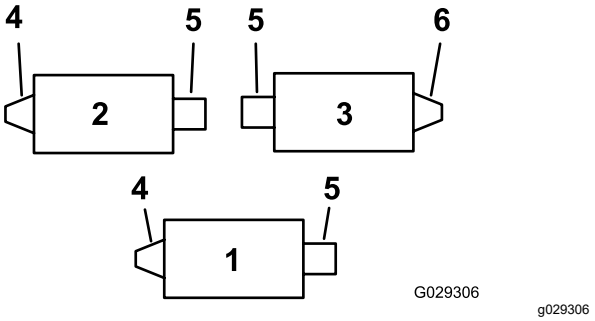
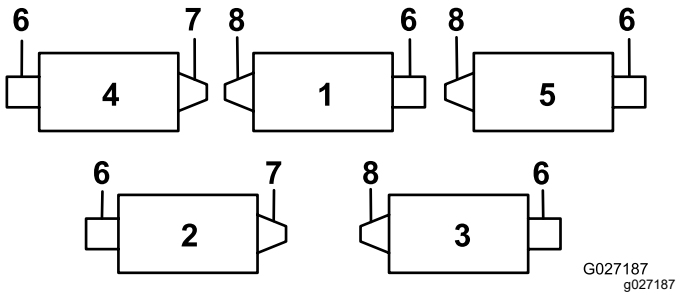
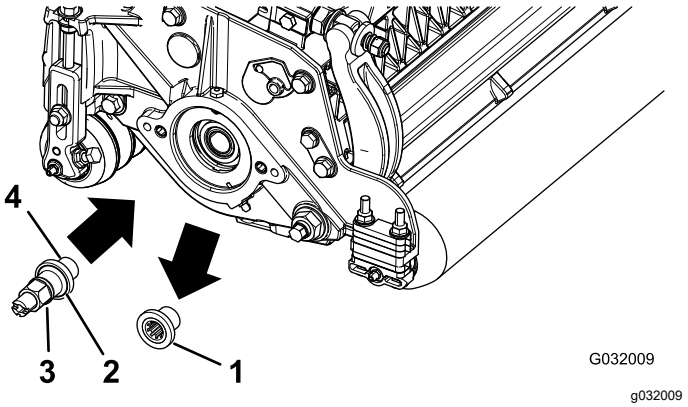
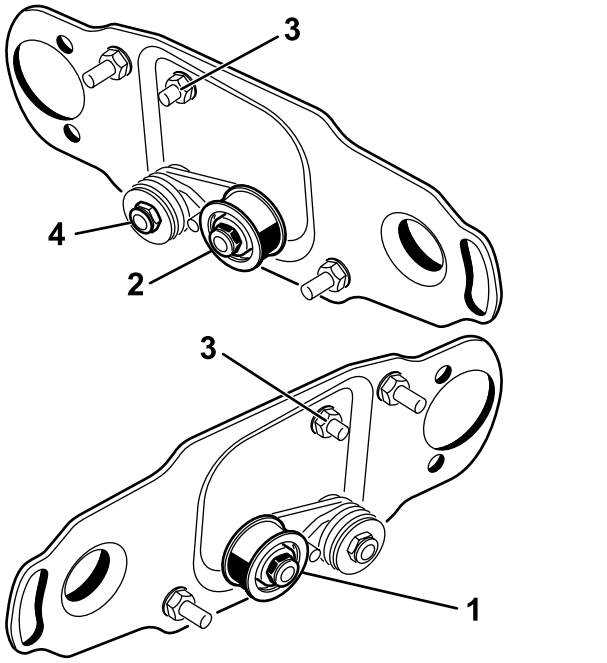

Figur 1
Figur 2
Figur 3
Figur 6
Brug Figur 1 til at finde frem til rullebørsternes og knivcylindermotorernes placering på en Reelmaster 3100-D-maskine og Figur 2 på en Reelmaster 7000-D-maskine.
2. Fjern klippeenhedens gevindindsats til det bageste rullebørstedrev (Figur 1 og Figur 2), og kasser den (Figur 3).
Bemærk: De venstreskårne indsatser befinder sig på klippeenhed 1 og 2 på Reelmaster 3100 (Figur 1) og klippeenhed 1, 3 og 5 på Reelmaster 7000 (Figur 2).
4. Påfør gevindlåsemasse på drivakslens gevind (Figur 3), monter drivakslen, og tilspænd den til et moment på 115 til 128 Nm.
Bemærk: Drev i højre side befinder sig på klippeenhed 3 på Reelmaster 3100 (Figur 1) og klippeenhed 2 og 4 på Reelmaster 7000 (Figur 2).
For bagrullebørstedrev i højre side (Figur 1 og Figur 2) skal styreremskiveenheden vendes, så den monteres i **højre ende** af klippeenheden (Figur 6) som følger:
1. Tag styreremskiveenheden af venstre ende af klippeenheden, og monter den i det nederste hul på børstepladen på klippeenhedens højre ende (Figur 6).
2. Fjern bræddebolten og møtrikken, og sæt dem i det øverste hul, hvor styreremskiveenheden sad før (Figur 6).